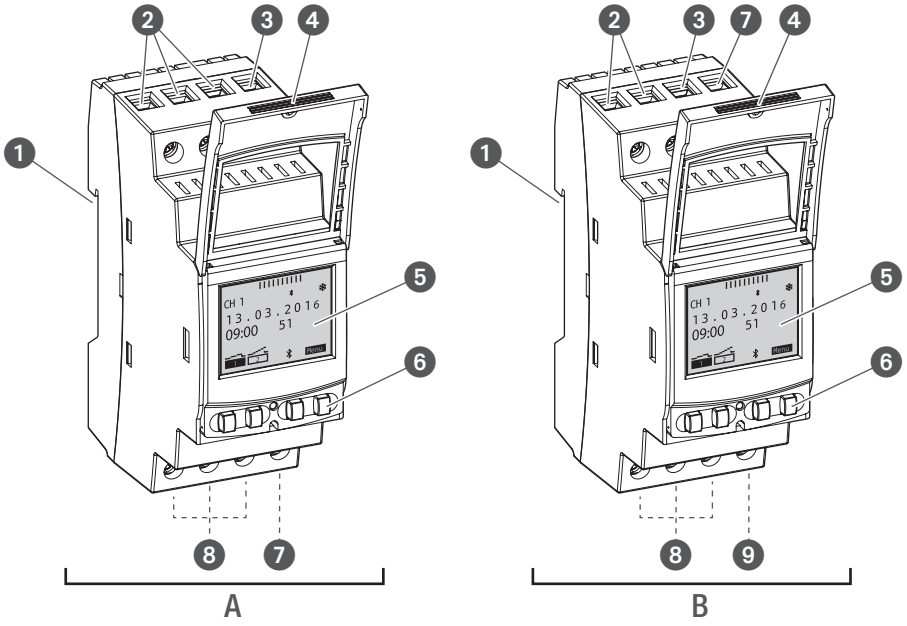

Rys. 1: Zegar sterujący rozdzielacza
Zegar sterujący rozdzielacza jest zegarem sterującym montowanym na szynie DIN (Rys. 1/❶); steruje on podłączonym w ten sposób urządzeniem. Zegar sterujący rozdzielacza ma 1 lub 2 kanały i można go obsługiwać na wyświetlaczu (Rys. 1/❺) 4 przyciskami obsługowymi (Rys. 1/❻). Zegar sterujący rozdzielacza można zaprogramować ręcznie lub przez urządzenie mobilne. Częstotliwość sygnału radiowego wynosi około 2,4 GHz, a maksymalna moc nadawcza 1,8 mW.